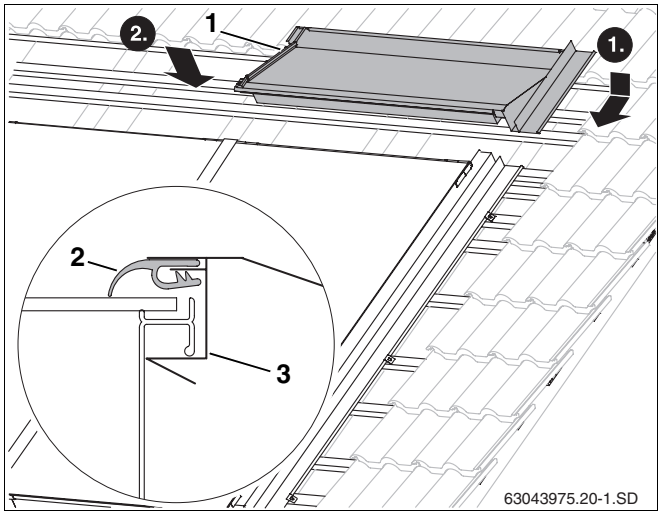

Abb. 55 Oberes rechtes Abdeckblech
- Das rechte obere Abdeckblech (Abb. 55, **Pos. 1**) in das rechte seitliche Abdeckblech einführen .
- Durch Druck oben auf das Abdeckblech rastet das Blech unter die Griffmulde des Kollektorrahmens (Abb. 55, **Pos. 3**).
- Die Gummilippe (Abb. 55, **Pos. 2**) oben auf den Kollektor legen und vorziehen.